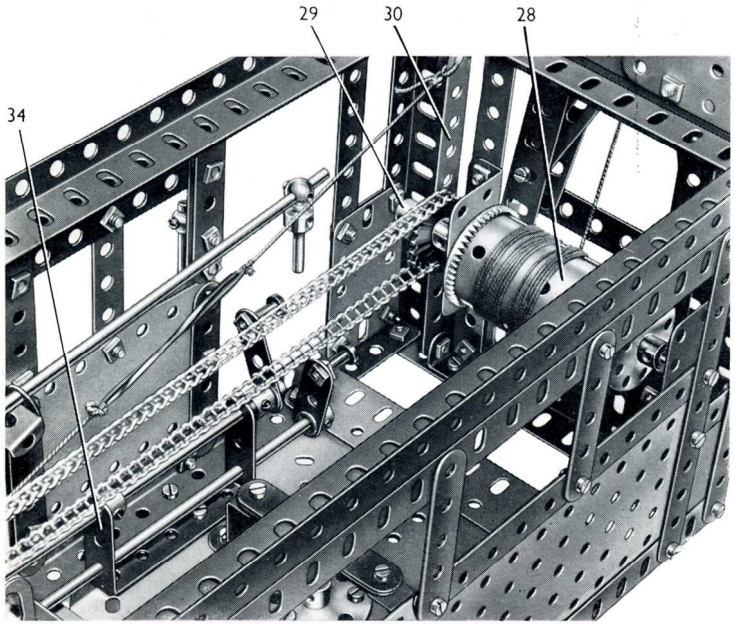
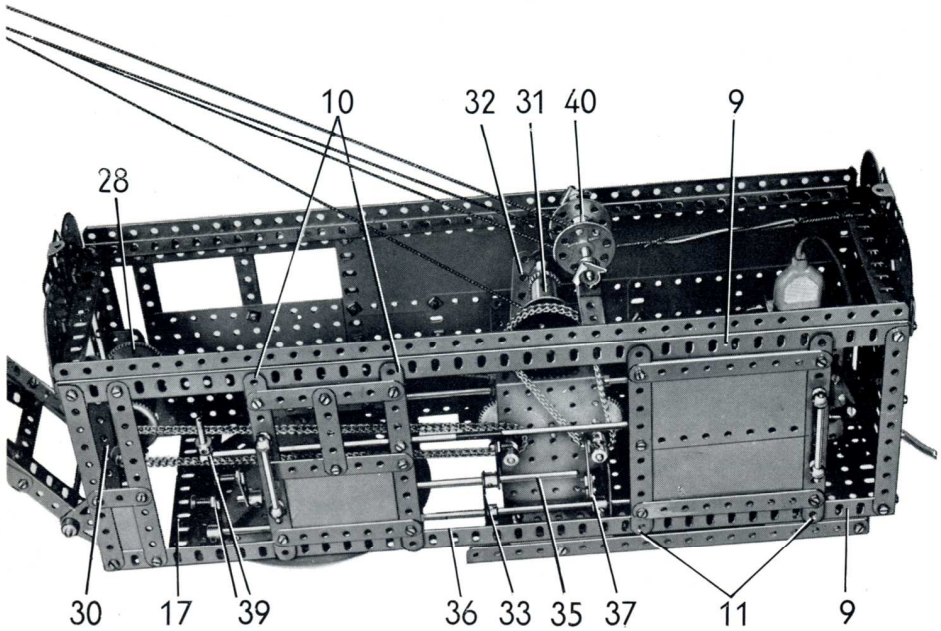

FIG. 6 *Les leviers de commande du mécanisme et l'un des tambours d'enroulement.*
FIG. 8 *Les portes coulissantes et les leviers de commande.*
La porte coulissante avant se construit en boulonnant une plaque flexible de 9×6 cm. et trois bandes de 7 trous entre deux bandes de 11 trous (10) (fig. 8). Une bande de 5 trous et une bande de 6 trous sont fixées sur chaque bande (10), mais en sont tenues écartées par un écrou placé sur chaque boulon. Les extrémités des bandes (10) sont disposées devant les cornières (9), et les bandes de 6 et de 5 trous sont placées derrière les cornières, de façon à servir de guides à la porte.
La roue de chaîne (26) est réunie par une chaîne Galle à une roue de chaîne de 18 dents fixée sur une tringle de 11,5 cm. Cette dernière passe dans des équerres-cornières boulonnées à l'avant de la cabine, et elle porte le tambour d'enroulement (28) constitué par un cylindre coincé entre deux roues de champ de 50 dents. Une poulie de 12 mm. (29) est fixée à une extrémité de la tringle, et une bande de 11 trous (30) vient s'engager dans sa gorge (fig. 6). La bande est fixée à l'aide de contre-écrous sur une équerre de 26×12 mm. boulonnée sur la base de la cabine. Une corde est attachée à l'extrémité supérieure de cette bande et à une courroie de transmission qui est légèrement tendue et réunie par une corde à l'une des plaques à rebords (22). Ceci constitue un frein permanent sur le tambour.
Une bande coudée de 75×38 mm. (33) est boulonnée sur la plaque à rebords (15) (fig. 8), et une bande coudée de 60×38 mm. (34) (fig. 6) est tenue écartée de la plaque circulaire de 15 cm. par un écrou placé sur le boulon qui la tient. Ces bandes coudées tiennent une tringle de 20 cm. (35) et une tringle de 29 cm. (36). Chacune de ces tringles porte à son extrémité avant un bras de manivelle muni d'un boulon-pivot qui forme poignée. Un bras de manivelle (fig. 8) est fixé sur la tringle (35) et un boulon de 9,5 mm. fixé sur le bras de manivelle vient s'engager entre deux bagues d'arrêt montées à l'extrémité de la tringle (25). Un bras de manivelle (37) prolongé vers le haut par une bande de 4 trous qui porte un boulon de 9,5 mm. est fixé sur la tringle (36). Le boulon de 9,5 mm. vient s'engager entre deux bagues d'arrêt sur la tringle qui porte la roue de chaîne (27). Le levier de commande du moteur est prolongé par une bande-glissière de 5 cm. qui porte un raccord de tringle et bande fixé à l'aide d'un contre-écrou. Ce raccord est monté à l'extrémité d'un axe constitué par une tringle de 16,5 cm. et une de 20 cm. réunies par un raccord de tringles. Cet axe passe dans une équerre et dans une équerre d'angle boulonnées sur le côté de la cabine, et il porte une poignée (39) faite d'une tringle de 2,5 cm. tenue dans un support de rampe.
Disposition des cordes de flèche et de levage (Fig. 8 et 10)